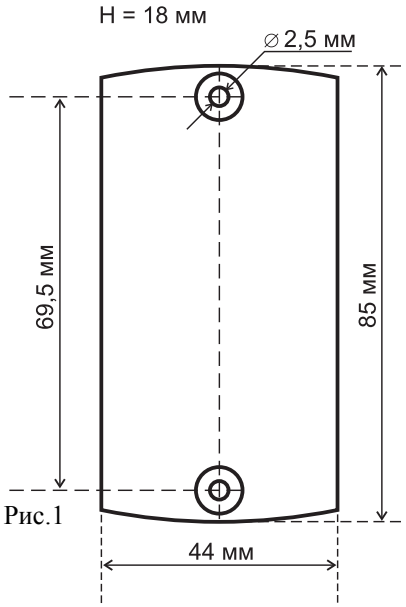

Рис.1
1. Разметьте и просверлите отверстия для крепления под размер отверстий считывателя рис.1.